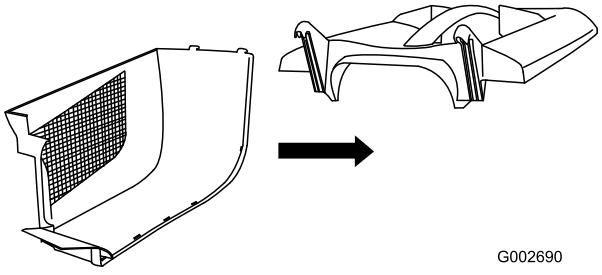

Figuur 7
1. Schuif de zijkant in de vergrendelingen in de bovenkant (Figuur 7).